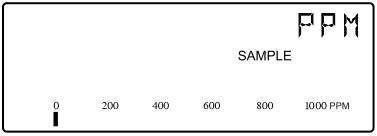

Figure 2-4 Threshold Display Option
The ppm range will by default, if a threshold is selected, display below the threshold as zero (0) on the screen. *The option is to display a blank screen for levels below the threshold, as shown in Figure 2-4.*